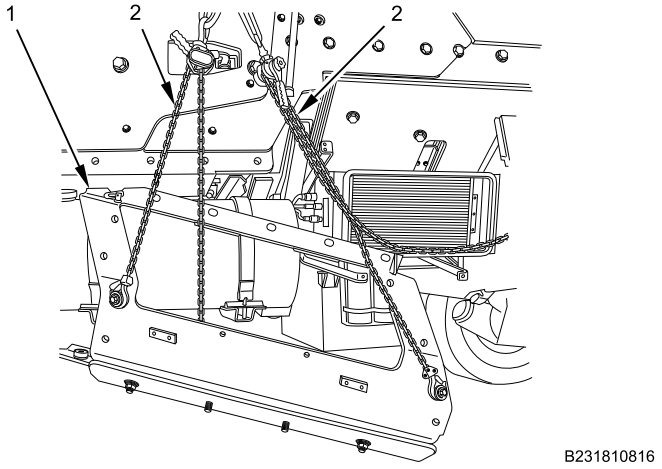

Figure 12. Left Belly Armor Plate.
16. Lower belly armor plate (Figure 12, Item 1) to ground, while tensioning chain hoists (Figure 12, Item 2) evenly on both sides of vehicle as needed.